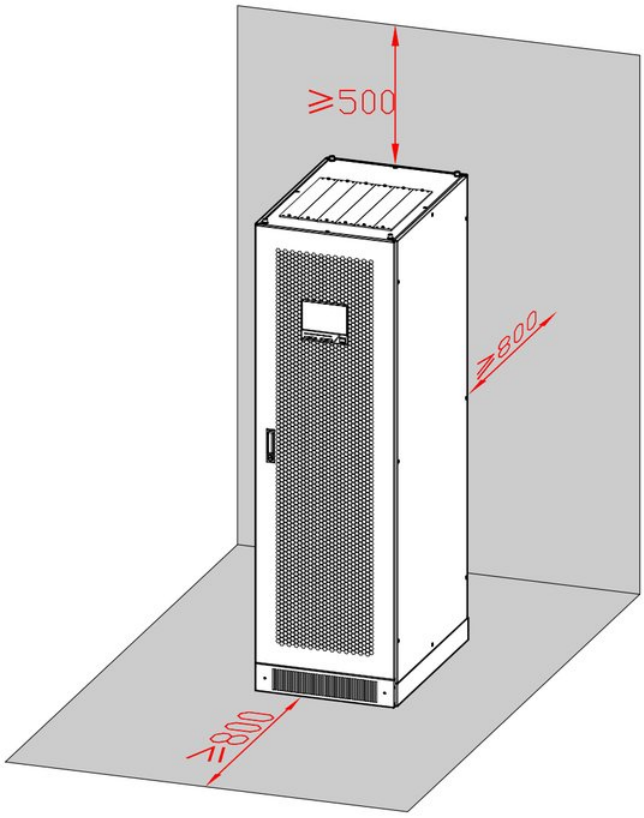

FIGURE 3-2 Installation clearance(unit: mm)
- Keep at least 800mm from the front panel and the rear panel of the UPS to the wall or adjacent device, keep at least 500mm from the top of the UPS to the ceiling for heat dissipation and maintenance, as shown in Figure 3-2.